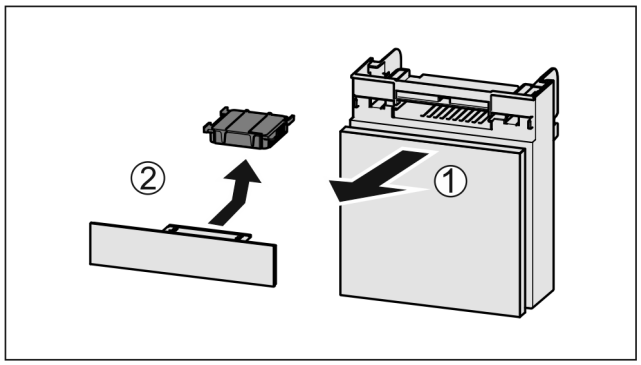

Fig. 225
▶ Extrageți *Fig. 225 (1)* compartimentul către înainte.
▶ Scoateți *Fig. 225 (2)* filtrul de cărbune activ.